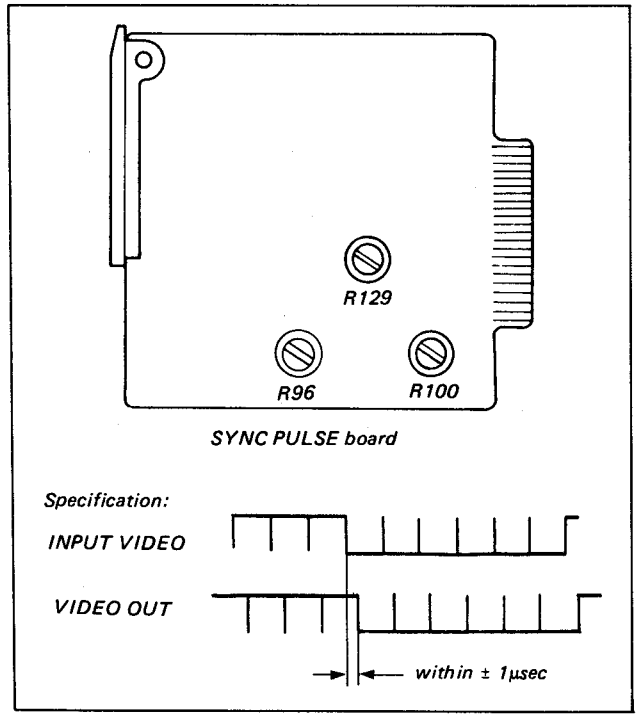

Fig. 9-6.
5. Adjust phase difference between INPUT VIDEO and OUTPUT VIDEO by turning the following volume control. Refer to Fig. 9-6.
5. Adjust the phase difference between VIDEO IN and OUTPUT VIDEO by turning the following volume control. Refer to Fig. 9-6.